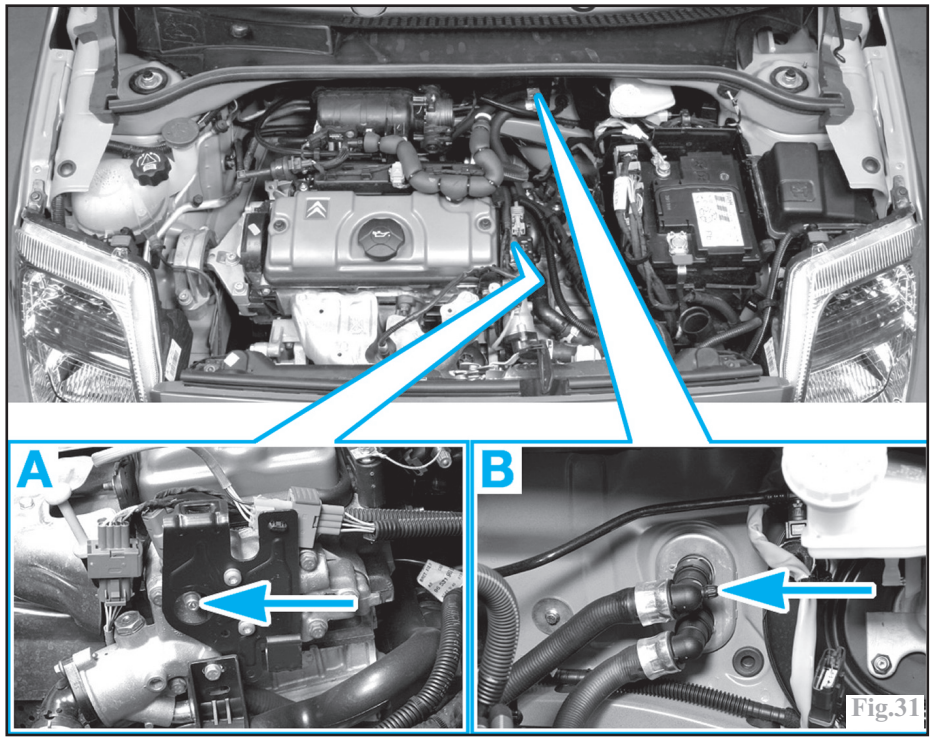

Fig.31
-sur le boîtier thermostatique (A) (Fig.31) :
-sur les durits du radiateur de chauffage (B).